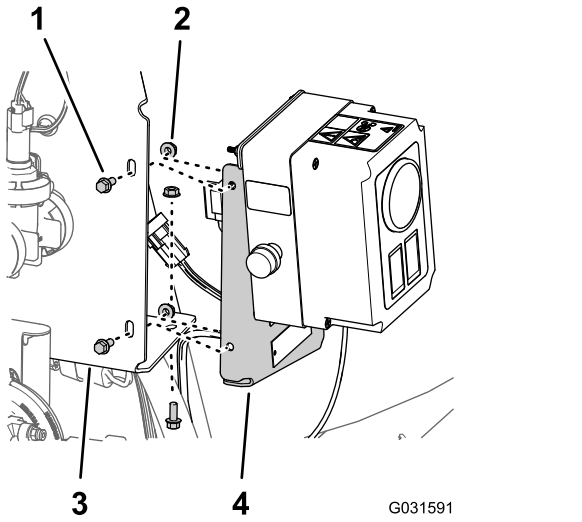

Figur 181
1. Juster slangen i monteringspladen til kontrolkassen ind med hullerne eller rillerne i manifoldbeslaget til sprøjtens ventiler (Figur 181).
2. Monter kontrolkassen på manifoldbeslaget (Figur 181) med de tre flangehovedbolte (1/4 x 5/8 tomme) og tre takkede flangelåsemøtrikker (1/4 tomme), som du afmonterede i trin 1 i Afmontering af kontrolkassen fra manifoldbeslaget (side 14).